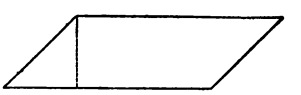

FIG. 18.
40. A **rhomboid** (Fig. 18) is a parallelogram whose opposite sides are equal and parallel, and whose angles are not right angles.
43. The **altitude** of a parallelogram or a trapezoid is the perpendicular distance between the parallel lines, as shown by the vertical lines in Figs. 18, 19, and 20.